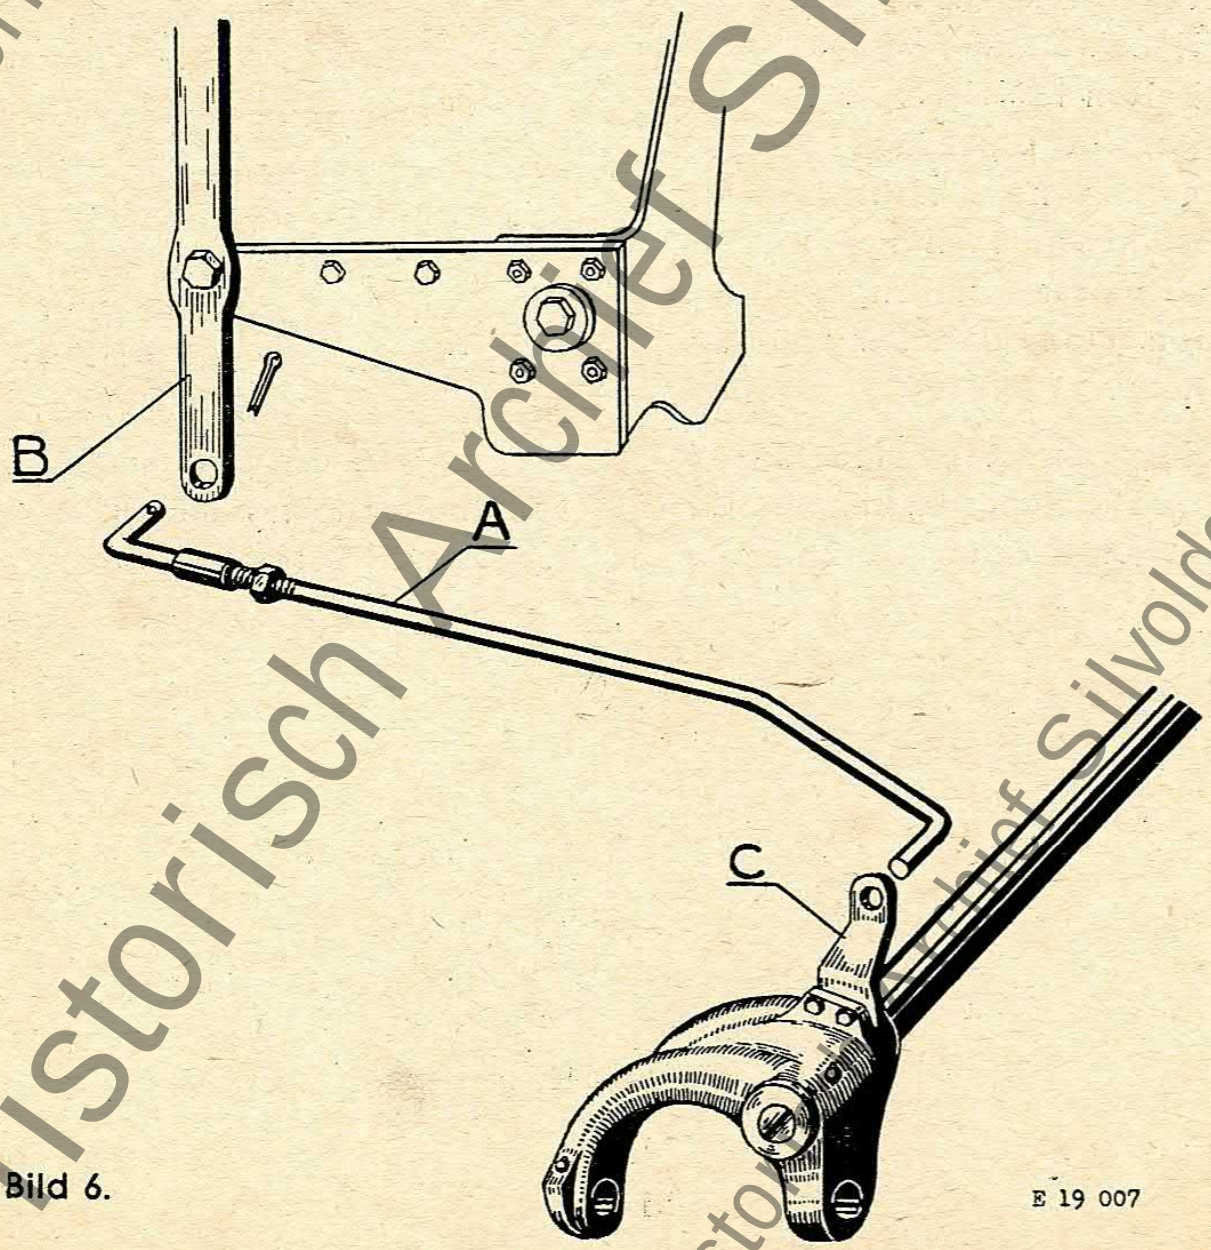

Bild 6.
9. Kipphebelzugstange R 1061 f 10 mit Stellstück (A Bild 6) in Kipphebel (B) stecken und von innen in Lasche (C) am Ärmelgelenk einhängen. Erst nach der Einstellung versplinten.